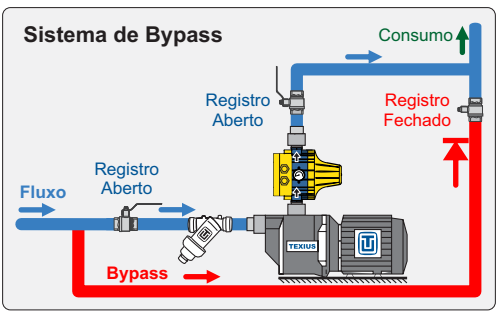

Figura 2 - Instalação em sistema de *Bypass*
7.9 Instalar o pressurizador em sistema de *bypass* conforme mostrado na figura 2. Os registros localizados na sucção e recalque da bomba devem ficar sempre abertos e o registro do *bypass* deve ficar sempre fechado. Se essas condições não forem atendidas, o pressurizador não irá desligar, pois a água ficará recirculando pelo *bypass*.